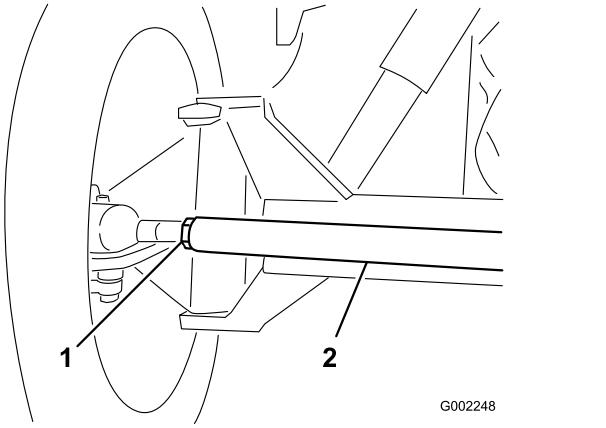

図 102
3. 前後の測定値の差が所定範囲にない場合、タイロッド両端のジャムナットを外して調整を行う(図 102)。